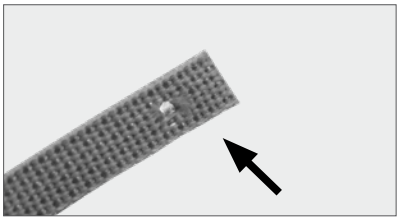

Abb. 20
2. Den Gurt ca. 2 cm vom Gurtende entfernt lochen (Abb. 20).